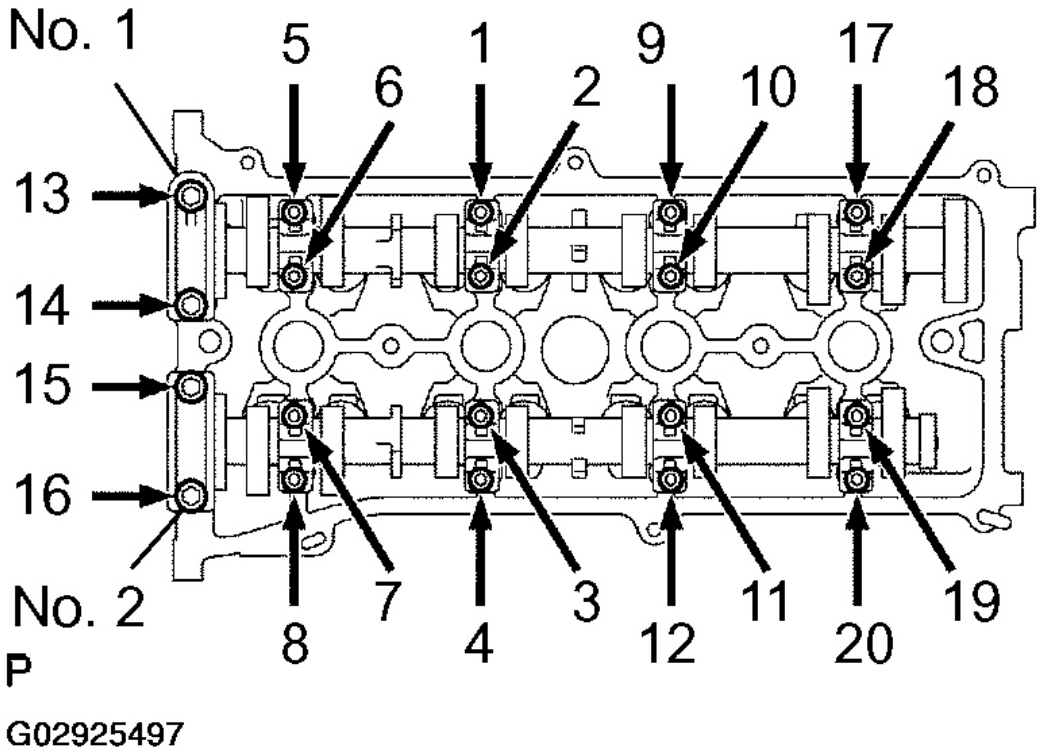

Fig. 144: Tightening Bearing Cap Bolts In Sequence
f. Install and uniformly tighten the 20 bearing cap bolts in several passes, in the sequence shown, see **Fig. 144**.